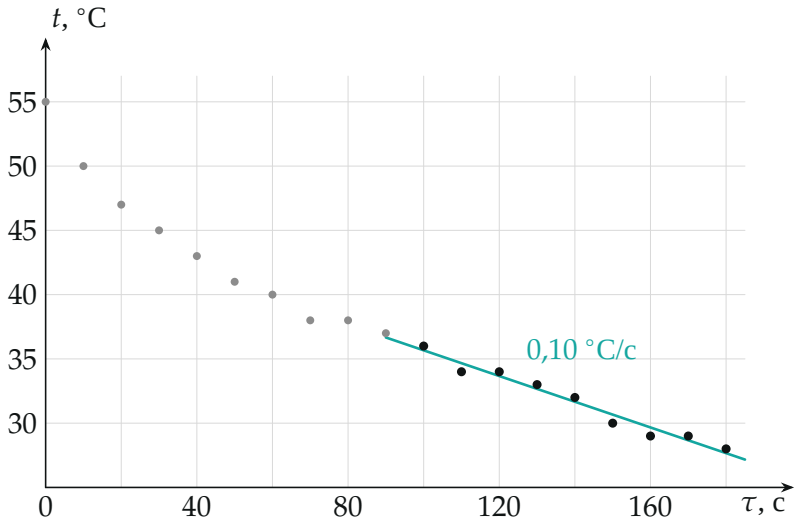

*Рис. 4. Остывание расплава по таблице. Прямая проведена методом наименьших квадратов через чёрные точки (*100–180 *с), наклон* 0,10 *°C/с.*
3.2. Скорость остывания — по графику. Строим $t(\tau)$ (рис. 4) и проводим прямую методом наименьших квадратов через 9 последних точек: